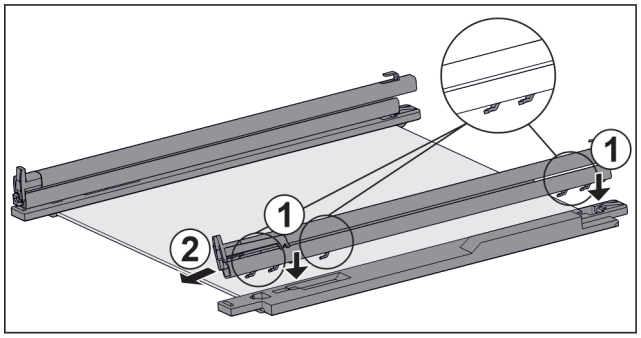

Fig. 48 Стеклянная пластина с направляющими и крепежными элементами
▶ Поместите крючки направляющей в отверстия **левого** крепежного элемента. *Fig. 48 (1)*
▶ Потяните направляющую вперед. *Fig. 48 (2)*
▶ Поместите крючки направляющей в отверстия **правого** крепежного элемента. *Fig. 48 (1)*